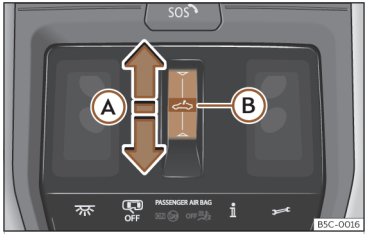

Abb. 82 Im Dachhimmel: Bedienelement für Panorama-Schiebedach.
>>> **(Abb. 82)** Ⓐ ziehen.
- Innerhalb von etwa 5 Sekunden nach der Aktivierung des Einklemmschutzes den Finger nach vorne über den Funktionsbereich ››› **(Abb. 82)** Ⓐ ziehen und gedrückt halten bis das Dach vollständig geschlossen ist.